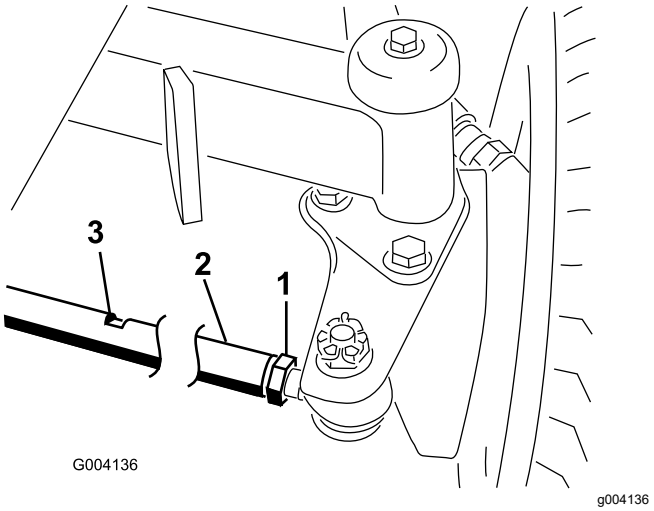

Figuur 110
1. Draai de contramoeren aan de uiteinden van de trommel van de tractiestang los (Figuur 110).